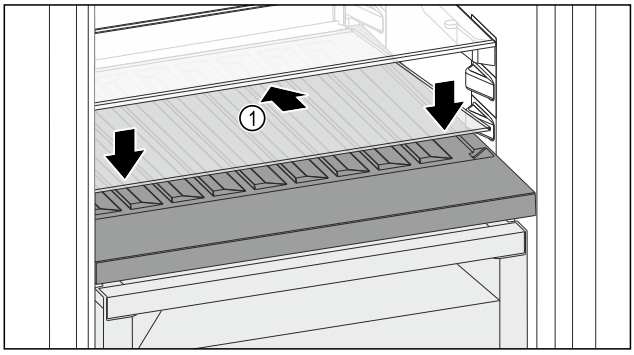

Fig. 172
▶ Așezați placa de sticlă *Fig. 172 (1)* oblic și spre spate înclinată în jos.
▶ Coborâți în față placa de sticlă *Fig. 172 (1)*.